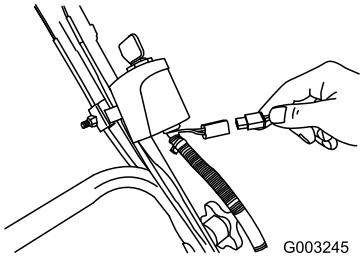

Figuur 38
1. Sluit de acculader aan op de kabelboom van de machine, die zich onder het contactsleuteltje bevindt (Figuur 38).